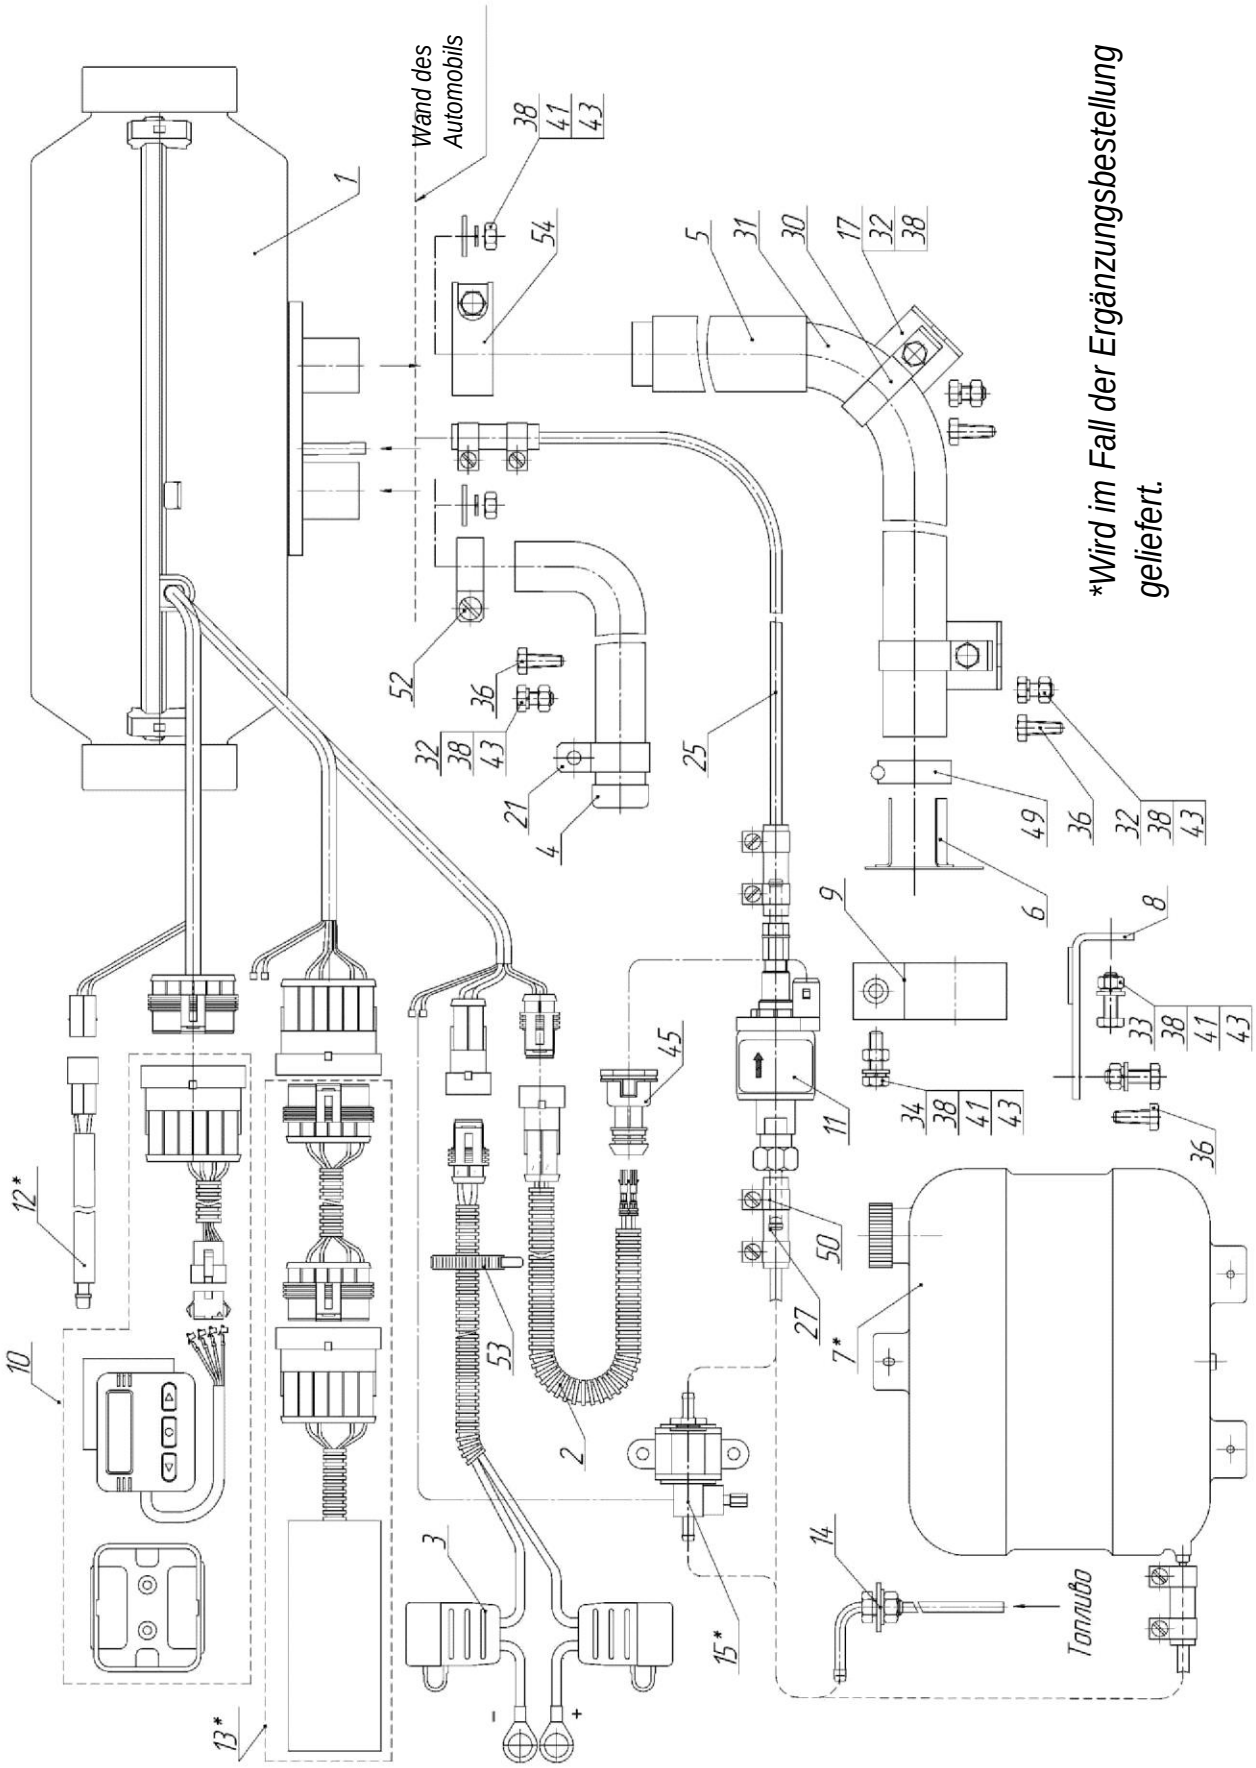

Bild 7.1 - Anschlussschema der wichtigsten Teile und Bestandteile der Standheizung
Installieren Sie das Modem an jegliche geeignete und saubere Stelle. Schließen Sie die Antenne an das Modem an und leiten sie diese in den offenen Raum aus (zum Beispiel an der Windschutzscheibe). Schließen Sie das Modem an den Brenner an (nach Bild 4.1. und Bild 7.1) und kontrollieren Sie seine Betriebstauglichkeit.
Anschluss der wichtigsten Teile und Bestandteile der Standheizungen gemäß Bild 7.1. Das Verzeichnis der wichtigsten Teile und Bestandteile der Standheizung ist in Tabelle 7.1 aufgeführt.
** Man kann das Auspuffrohr, Pos. 31 ohne installierten Schleier, Pos. 6 liefern. Die Installation des Schleiers nach Bild 7.1 durchführen.
Bei der Montage des Auspuffrohrs muss die Möglichkeit des Eindringens der Auspuffgase in die Kabine oder ihr Ansaugen durch den Ventilator über den Radiator der Standheizung der Kabine ausgeschlossen werden. Darüber hinaus muss die negative Einwirkung der Gase auf die Tätigkeit der Aggregate des Automobils verhindert werden. Die Ausgangsöffnung des Auspuffrohrs muss in einer solchen Position installiert werden, die seine Verunreinigung oder das Eindringen von Schnee nicht erlaubt, und die den freien Ablauf des Wassers sicherstellt, das in ihn kommen kann. Am Ende des Auspuffrohrs ist ein Schleier aufmontiert, der für die stabile Arbeit der Standheizung in niedrigen Bereichen unerlässlich ist. Wenn der Schleier nicht montiert ist (nach Art der Lieferung), dann muss er gemäß Bild 7.1 montiert werden.